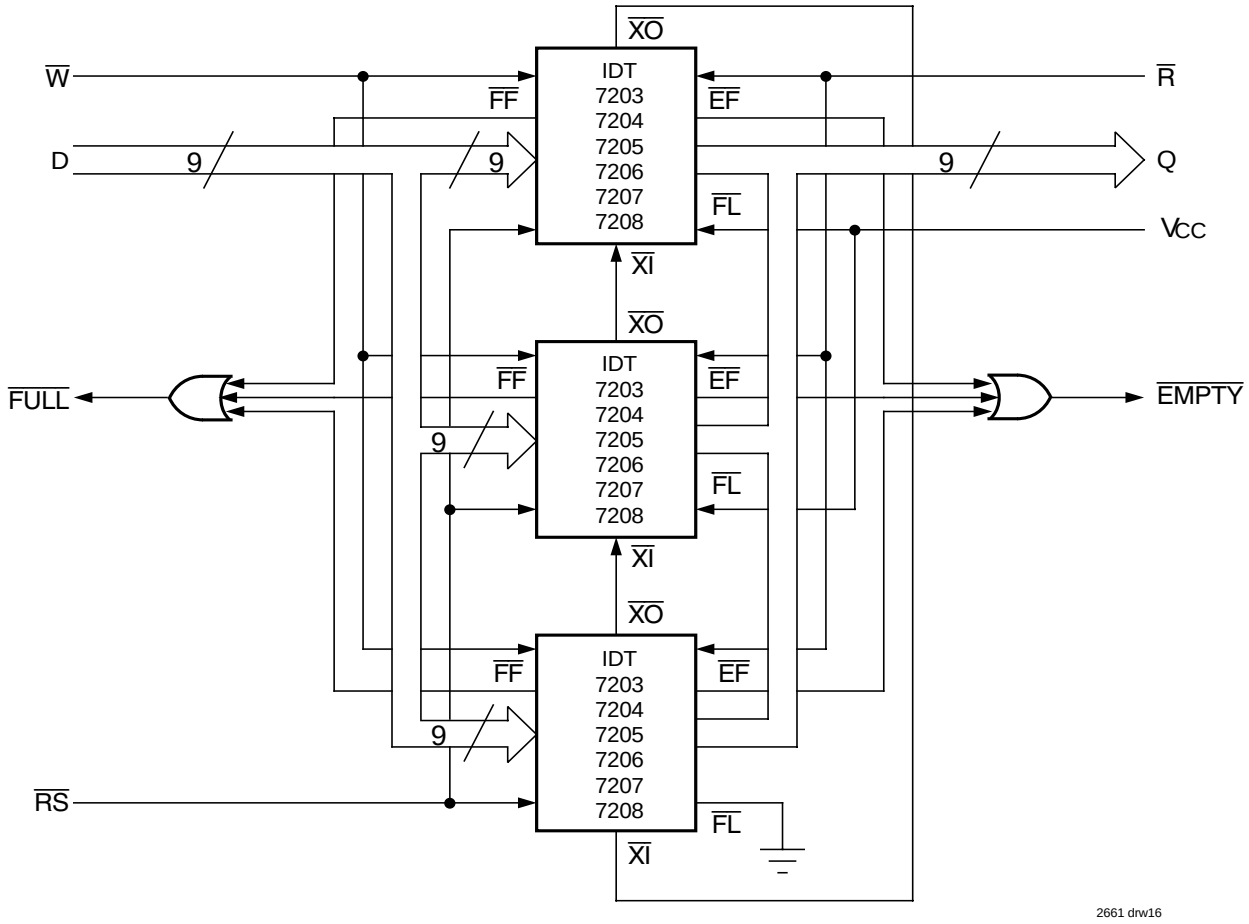

Figure 14. Block Diagram of 6,144 x 9, 12,288 x 9, 24,576 x 9, 49,152 x 9, 98,304 x 9, 196,608 x 9 FIFO Memory (Depth Expansion)
These FIFOs can easily be adapted to applications when the requirements are for greater than 2,048/4,096/8,192/16,384/32,768/65,536 words. Figure 14 demonstrates Depth Expansion using three IDT7203/7204/7205/7206/7207/7208s. Any depth can be attained by adding additional IDT7203/7204/7205/7206/7207/7208s. These devices operate in the Depth Expansion mode when the following conditions are met:
3. The Expansion Out ($\overline{XO}$) pin of each device must be tied to the Expansion In ($\overline{XI}$) pin of the next device. See Figure 14.
4. External logic is needed to generate a composite Full Flag ($\overline{FF}$) and Empty Flag ($\overline{EF}$). This requires the ORing of all $\overline{EF}$s and ORing of all $\overline{FF}$s (i.e. all must be set to generate the correct composite $\overline{FF}$ or $\overline{EF}$). See Figure 14.
1. $\overline{XI}$ is connected to $\overline{XO}$ of previous device. See Figure 14.
1. For depth expansion block see section on Depth Expansion and Figure 14.